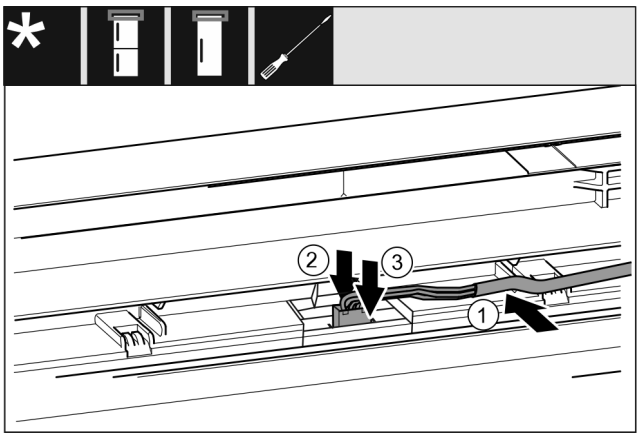

*Fig. 63 Fridge/freezer combinations / freezers / refrigerators**
▶ Insert the cable *Fig. 63 (1)* into the guide in the top door.*
▶ Push the latching tab *Fig. 63 (2)* backwards.*
▶ Engage the plug *Fig. 63 (3)*.*